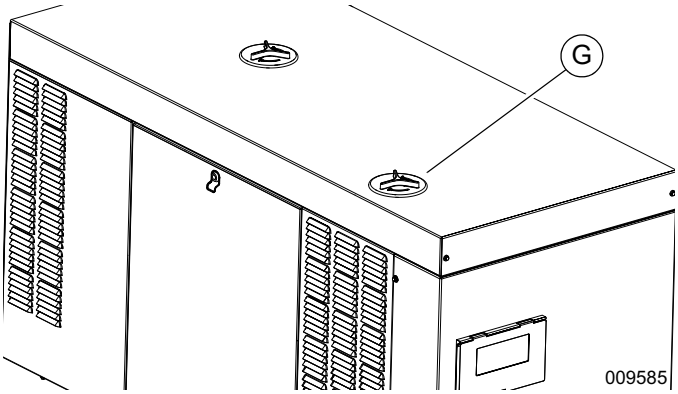

Figure 8-2. Access Oil Supply Tank
1. See ***Figure 8-2***. Rotate plastic cover (G) counter-clockwise and remove from top of enclosure.